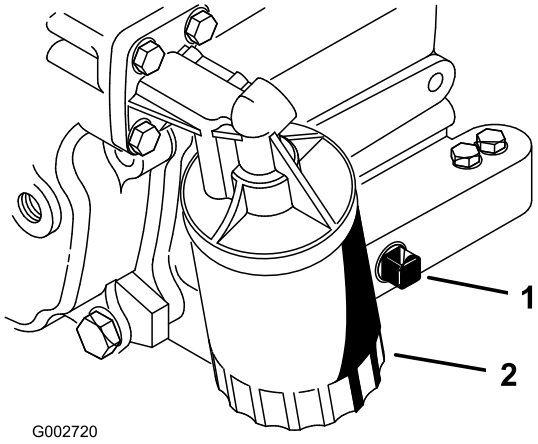

**Figur 26**
2. Afmonter den bageste aftapningsprop (Figur 26), og lad olien løbe ned i en drænbakke. Monter aftapningsproppen igen, når olien holder op med at løbe.
3. Fjern oliefilteret (Figur 26). Påfør et let lag ren olie på den nye filterpakning.